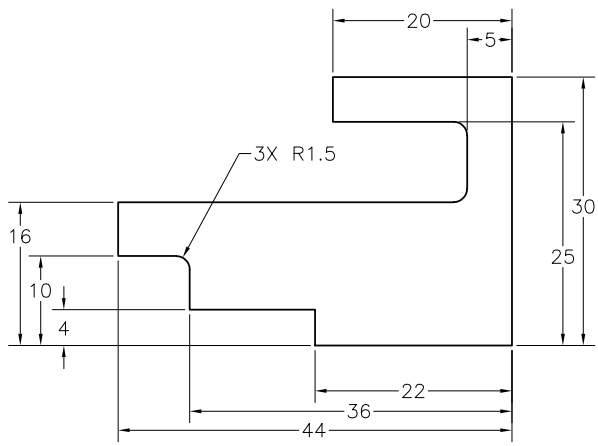
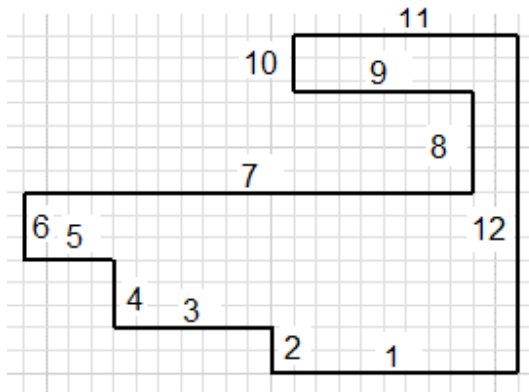

Figure 3-53 *Sketch for Tutorial 2*
Figure 3-54 *Lines numbered in the sketch*
In this tutorial, you will draw the sketch shown in Figure 3-53. This sketch is the same as the one drawn in Tutorial 4 of Chapter 2. After drawing it, you will apply the required constraints and dimensions to fully constrain it. **(Expected time: 30 min)**
b. Invoke the Sketching environment and draw the initial sketch by using the **Line** tool, refer to Figure 3-54.
1. Draw the initial sketch, as shown in Figure 3-54, using the **Line** tool. The lines in the sketch are numbered for your reference.
The dimensions shown in Figure 3-53 are linear dimensions. As the sketch is for a revolved feature, you need to add linear diameter dimensions to it. It is recommended that you first apply all the dimensions and then add fillets to the sketch. This is because the size of a sketch generally changes after dimensioning. Before adding dimensions to a revolved section, it is important to determine which line segment of the sketch will act as the axis for revolving the sketch. If you refer to Figure 3-54, you will notice that line 1 acts as the axis to revolve the sketch for the model. Therefore, while applying linear diameter dimensions, line 1 should be selected first.
Figure 3-53 shows the value to be specified as **4** because the linear diameter dimensions are placed twice.